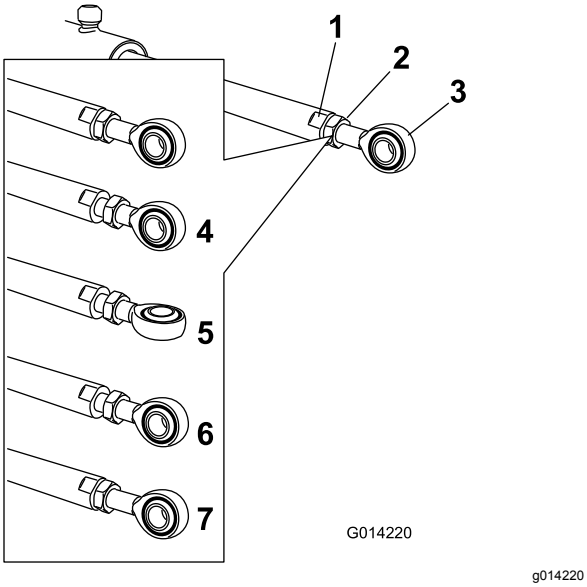

Rysunek 14
5. Przytrzymaj trzpień siłownika kluczem za płaskie ścięcia, a następnie poluzuj nakrętkę zabezpieczającą, aby umożliwić regulację wysunięcia końcówki tłoczyska z uchem (Rysunek 14).
6. Przekręć pręt z uchem względem tłoczyska siłownika, aby skrócić albo wydłużyć siłownik na pożądaną długość (Rysunek 14).